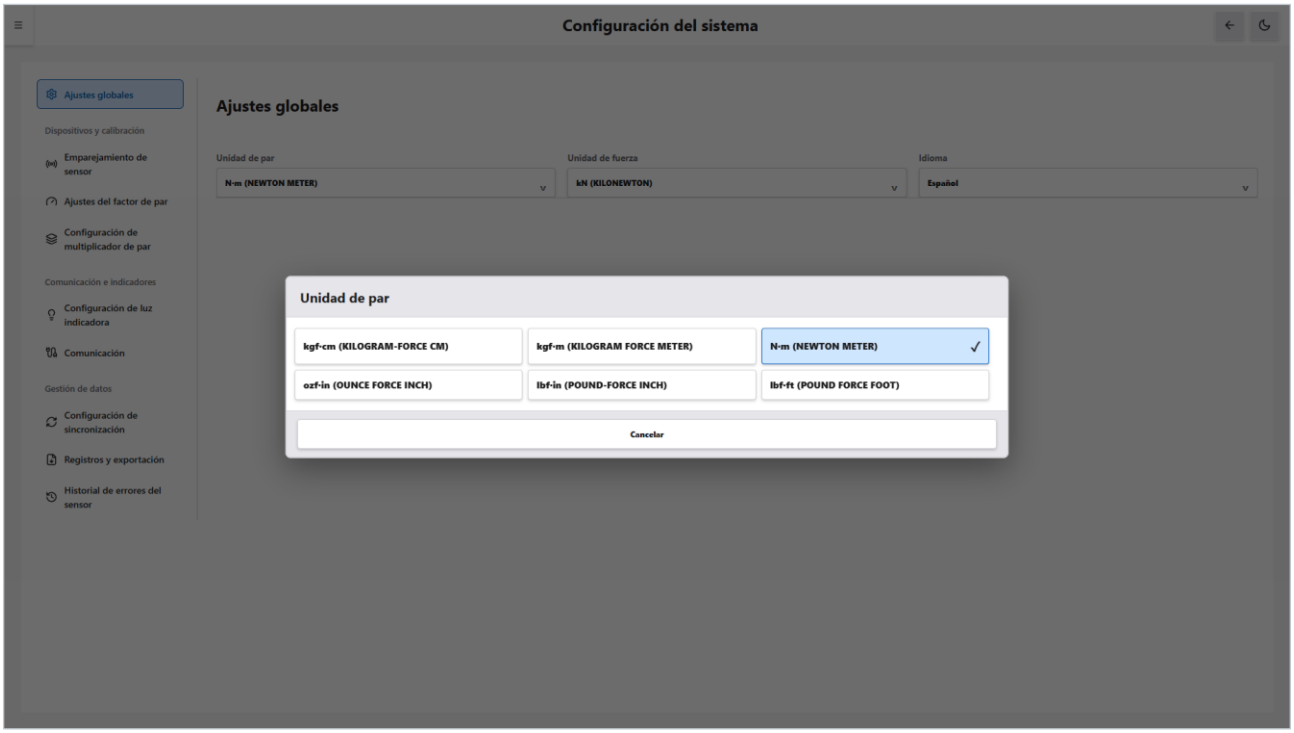

Figura 12-2 Ventana de selección de la unidad de par
2. Haga clic en el campo de selección «Unidad de par». Aparece la ventana de la Figura 12-2, con la unidad actual marcada.